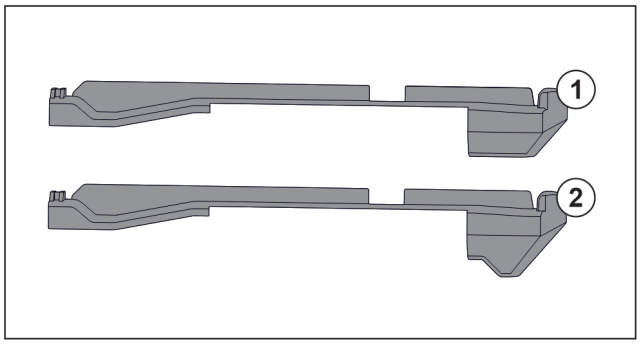

Fig. 141 Comparaison des éléments emboîtables
L'appareil comprend deux éléments emboîtables différents. L'élément emboîtable au-dessus du tiroir inférieur *Fig. 141 (2)* a un bord triangulaire. Tous les autres éléments emboîtables *Fig. 141 (1)* ont un bord droit.
▶ Poser l'élément emboîtable *Fig. 141 (2)* avec le bord triangulaire sur le tiroir inférieur.
▶ Poser l'élément emboîtable *Fig. 141 (1)* avec le bord droit à tous les autres endroits.